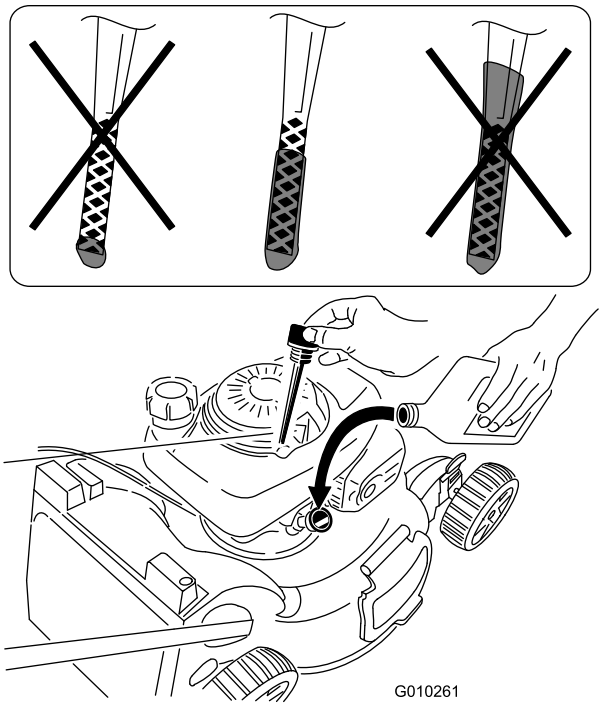

Figur 16
- Om oljenivån är för låg fyller du långsamt på lite olja i oljepåfyllningsröret, väntar i tre minuter och upprepar sedan steg 3–5 tills rätt oljenivå uppnås, se Figur 16.
- Om oljenivån är för hög tappar du ur överflödig olja tills rätt oljenivå uppnås, se Figur 16. Läs om hur du tömmer ut den överflödiga oljan i Byta ut motoroljan (sida 17).
2. Ta ut oljestickan (Figur 16).
5. Ta ut oljestickan och läs av oljenivån, se Figur 16.